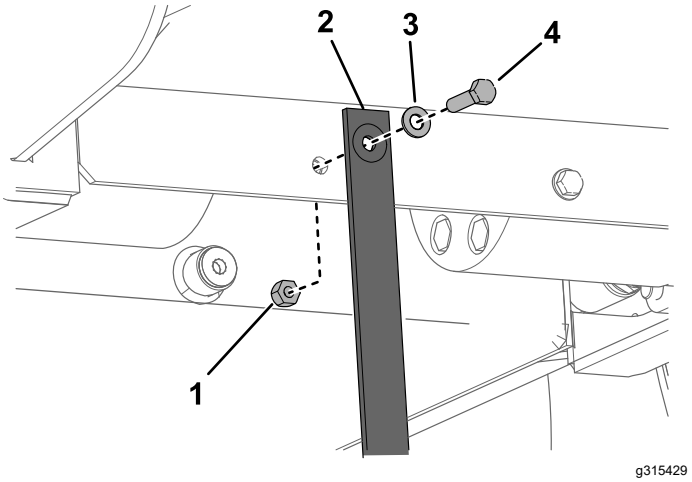

Rysunek 32
3. Wymień pasek antystatyczny pod platformą zgodnie z Rysunek 32.